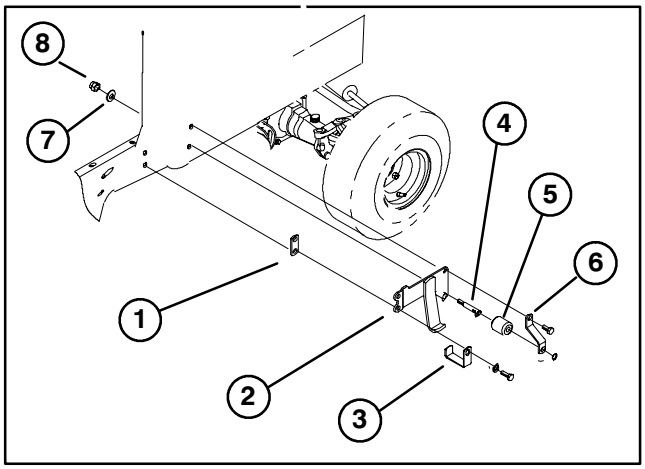

Figure 5
9. Loosely mount a spacer, front of L.H. tipper bracket and a hose clamp to left side of traction unit frame with **(**2**)** 1/2−13 x 1.50" lg. capscrews and flat washers (Fig. 5).
10. Using bottom right hole, mount roller pin and L.H. tipper bracket to frame with flat washer and lock nut (Fig. 5).
11. Insert reel roller and roller bracket end onto roller pin. Secure with snap ring (Fig. 5).
12. Using top hole, loosely mount roller bracket and L.H. tipper bracket to frame with a 1/2−13 x 1.50" lg. capscrew (Fig. 5).